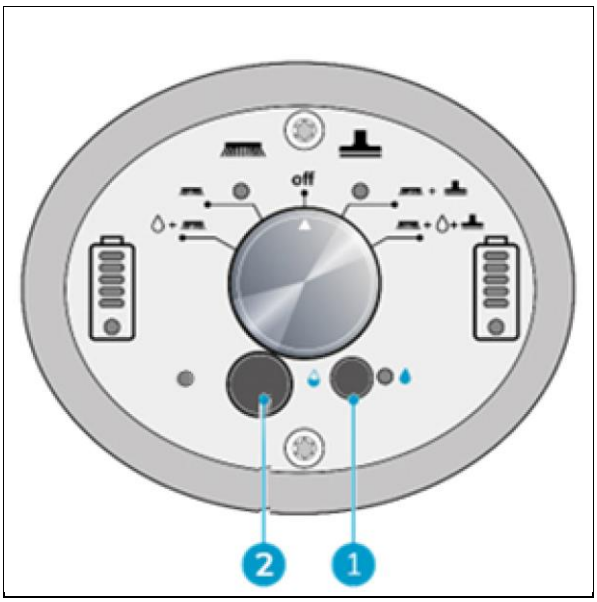
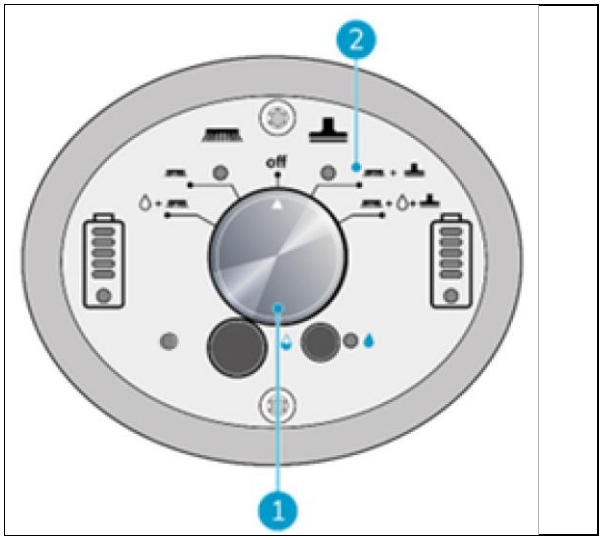

Figure 21
Figure 22
1. Turn on the ECO mode by pushing the ECO button, after you have selected your cleaning mode. (Figure 21, pos 1).
3. To adjust water flow when ECO mode is activated, you can remove the rubber cap (Figure 21, pos 2) and use a small flathead screwdriver to change the flow rate on the dial below the cap. See flow rate table on the next page.
13. Use the i-mop XXL main switch (Figure 21,pos 1) and choose MODE 3 Brush + Dry vacuum (Figure 22, pos 2).